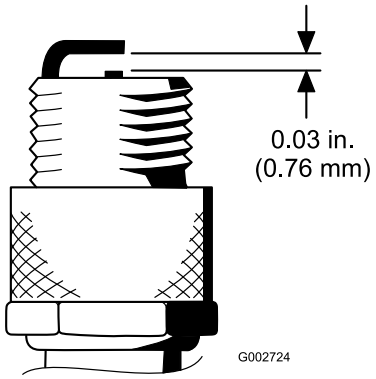

Figur 37
4. Still inn luftgapet mellom midten og siden på elektrodene til 0,76 mm (Figur 37).